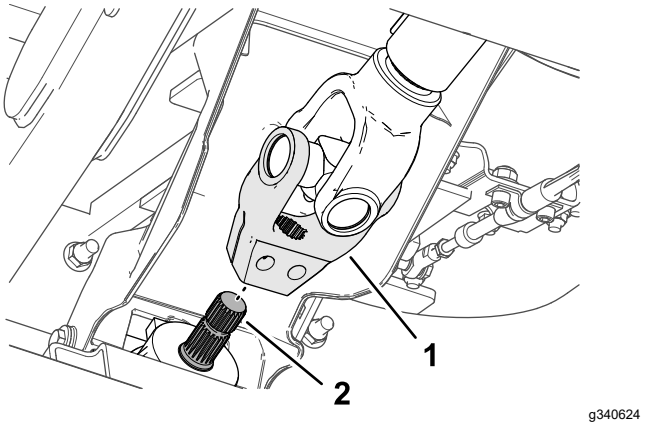

**Bild 16**
5. Richten Sie die Verzahnung des Antriebswellenjochs auf die Verzahnung der Eingangswelle des Anbaugeräts (Bild 16) aus und schieben Sie das Joch über die Welle.